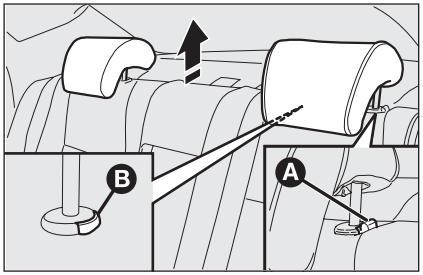

rys. 35
- ❒ nacisnąć przyciski **A** i **B-rys. 35** (umieszczone po obu stronach podpórek zagłówka) i wyjąć zagłówek wysuwając w kierunku do góry.